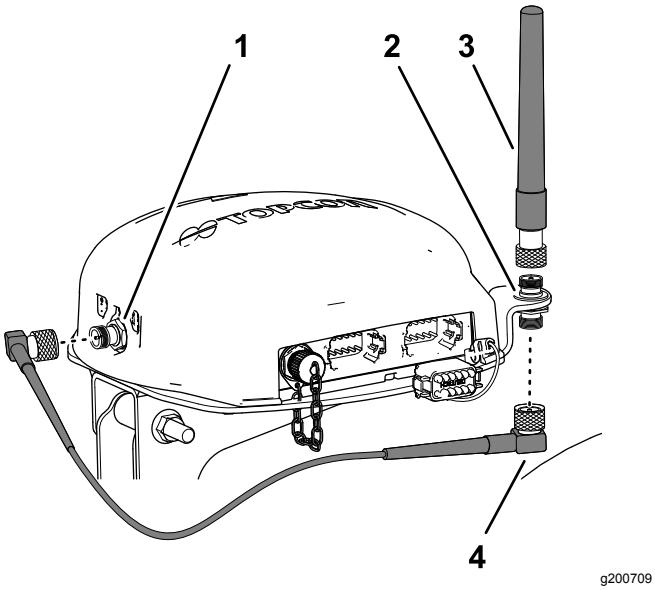

Rysunek 158
3. Zamocuj antenę RTK do górnego złącza łącznika koncentrycznego i dokręć palcami nakrętkę radełkowaną anteny (Rysunek 158).
4. Luźno zamocuj przewód anteny do dolnego złącza łącznika koncentrycznego (Rysunek 158).
5. Poprowadź przewód wzdłuż tylnej strony odbiornika nawigacyjnego i do złącza koncentrycznego modemu komórkowego CDMA lub GSM (Rysunek 158).
6. Podłącz przewód anteny do złącza koncentrycznego modemu komórkowego CDMA lub GSM (Rysunek 158).